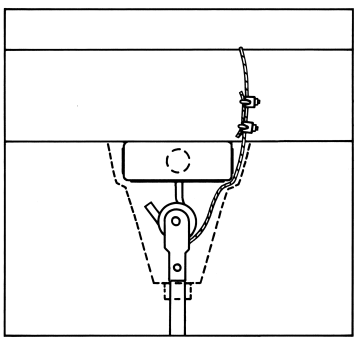

Figura 3
9. Este ventilador está equipado con el cable de “soporte secundario” requerido. Este cable de seguridad debe sujetarse a la estructura de vigas y sujetarse de manera segura de tal manera que soporte el peso del ventilador en caso que falle el gancho de montaje u otras piezas. Después de enrollar el cable de seguridad alrededor de un miembro estructural que soportará 300 lbs., asegure el cable con los sujetadores de cable suministrados según se ilustra en la Figura 3. (Nota: Cualquier material adicional necesario para instalaciones específicas puede comprarse a su distribuidor local).
PRECAUCIÓN IMPORTANTE: El cable de seguridad no debe colocarse entre el rodillo de caucho y el gancho, sino como se ilustra en la Figura 3.
10. Cuando se cuelga el ventilador mediante el gancho en “J” suministrado por fábrica, verifique que el cable de seguridad en la parte superior de la barra está posicionado detrás del gancho en “J” según se ilustra en la Figura 3.